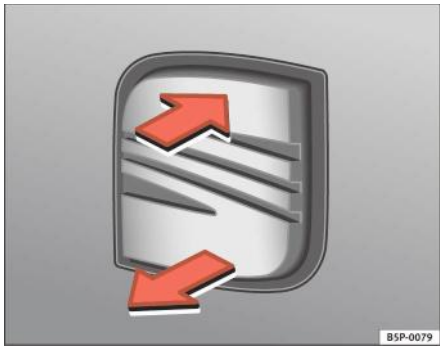

Fig. 65 Hayonul: deschiderea din exterior
– Trageți pârghia de eliberare şi ridicați hayonul ⇒ fig. 65. Hayonul se va deschide.